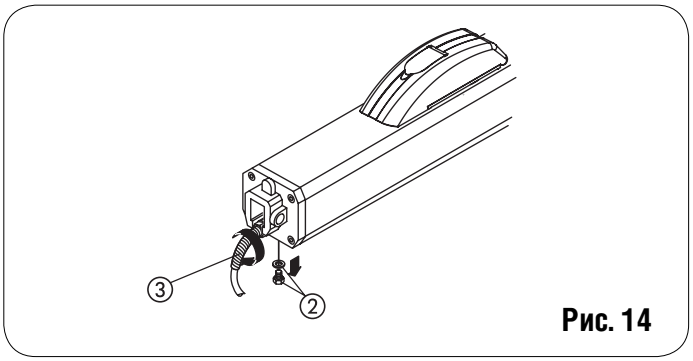

Рис. 14
13) Установите кабельную муфту защиты от прогиба в гнездо(сноска 3, Рис. 14).
- Выкрутите транспортировочный (сопун) винт (Рис.14, сноска 2).